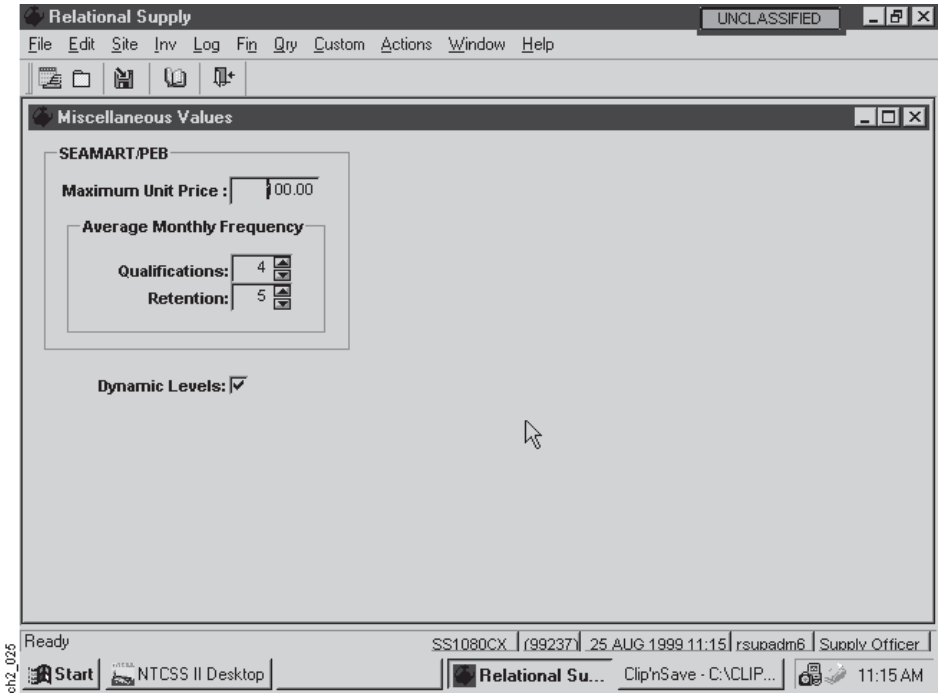

Figure 2-36
(4) Step 4. On the Miscellaneous Values Screen above (Figure 2-36), enter the appropriate value to the Maximum Unit Price Data Block within the SEAMART/PEB Group Box.
(5) Step 5. Enter the appropriate values to the Qualifications and Retentions data blocks within the Average Monthly Frequency Group Box.